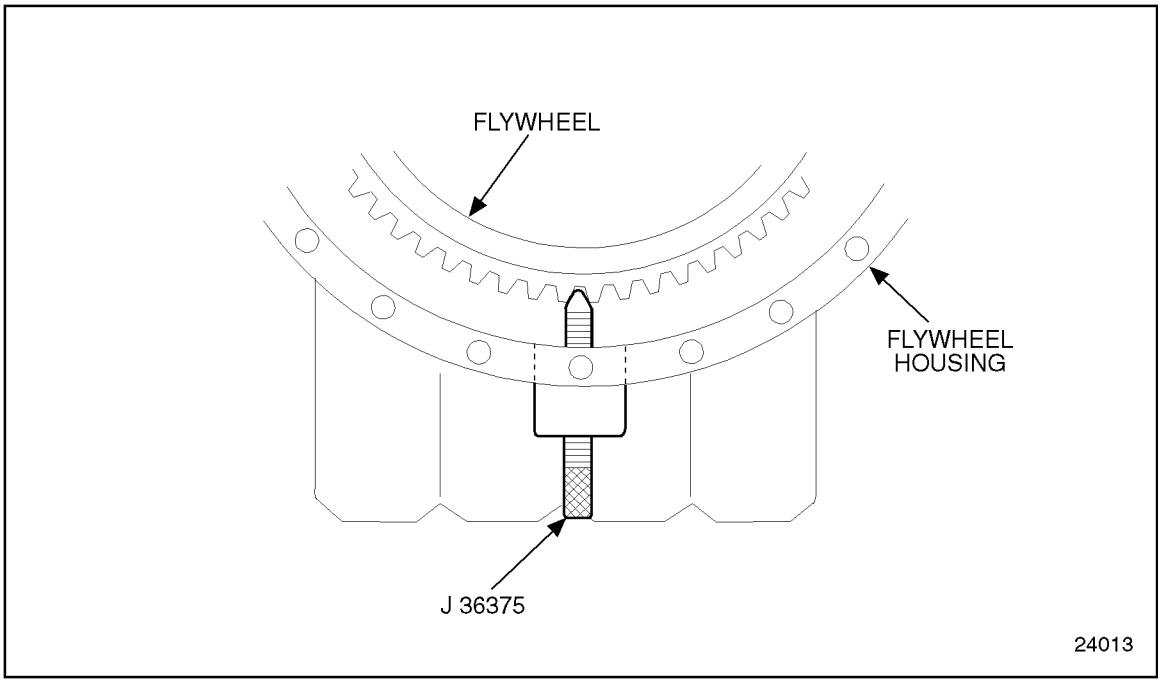

Figure 9-3 Flywheel Lock Location
2. Thread the center screw of the J 36375–A into the flywheel housing until the tip of the tool rests between two teeth of the flywheel ring gear. Finger-tighten the knurled knob; see Figure 9-3.